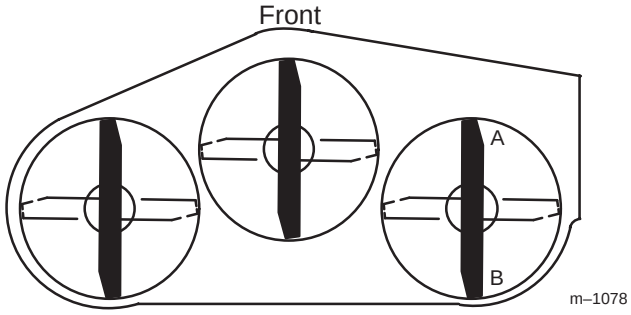

Figure 63
1. Position the **right** blade front-to-rear (Fig. 63).
2. Measure the right blade at the **A** location (Fig. 63), from a level surface to the cutting edge of the blade tip (Fig. 64).
4. Measure the right blade at the **B** location (Fig. 63), from a level surface to the cutting edge of the blade tip (Fig. 64).
6. The mower blade should be **a 1/4 to 3/8 inch (6 to 10 mm) lower at position *A* than at position *B*** (Fig. 63)**.** If it is not correct, proceed to the following steps.